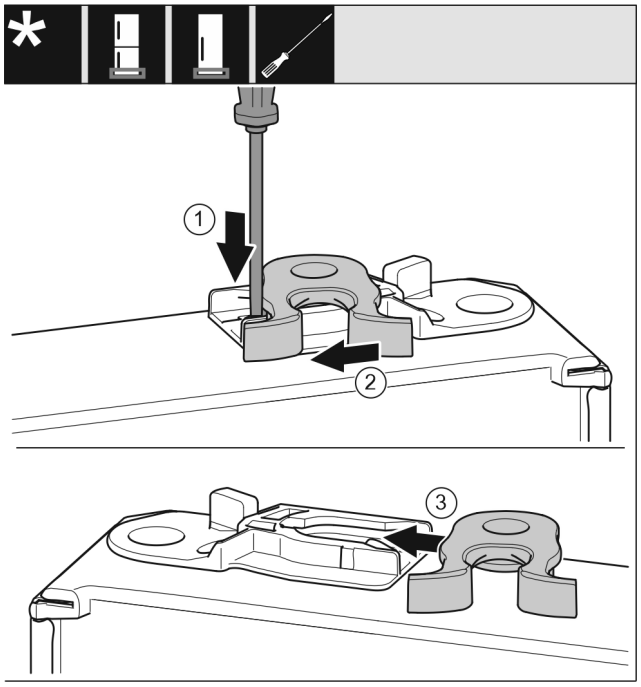

Fig. 19
- ▶ Lasche *Fig. 19 (1)* mit Schlitzschraubendreher nach unten drücken.
- ▶ Schließhaken *Fig. 19 (2)* aus Führung ziehen.
- ▶ Schließhaken *Fig. 19 (3)* auf anderer Seite in Führung schieben.